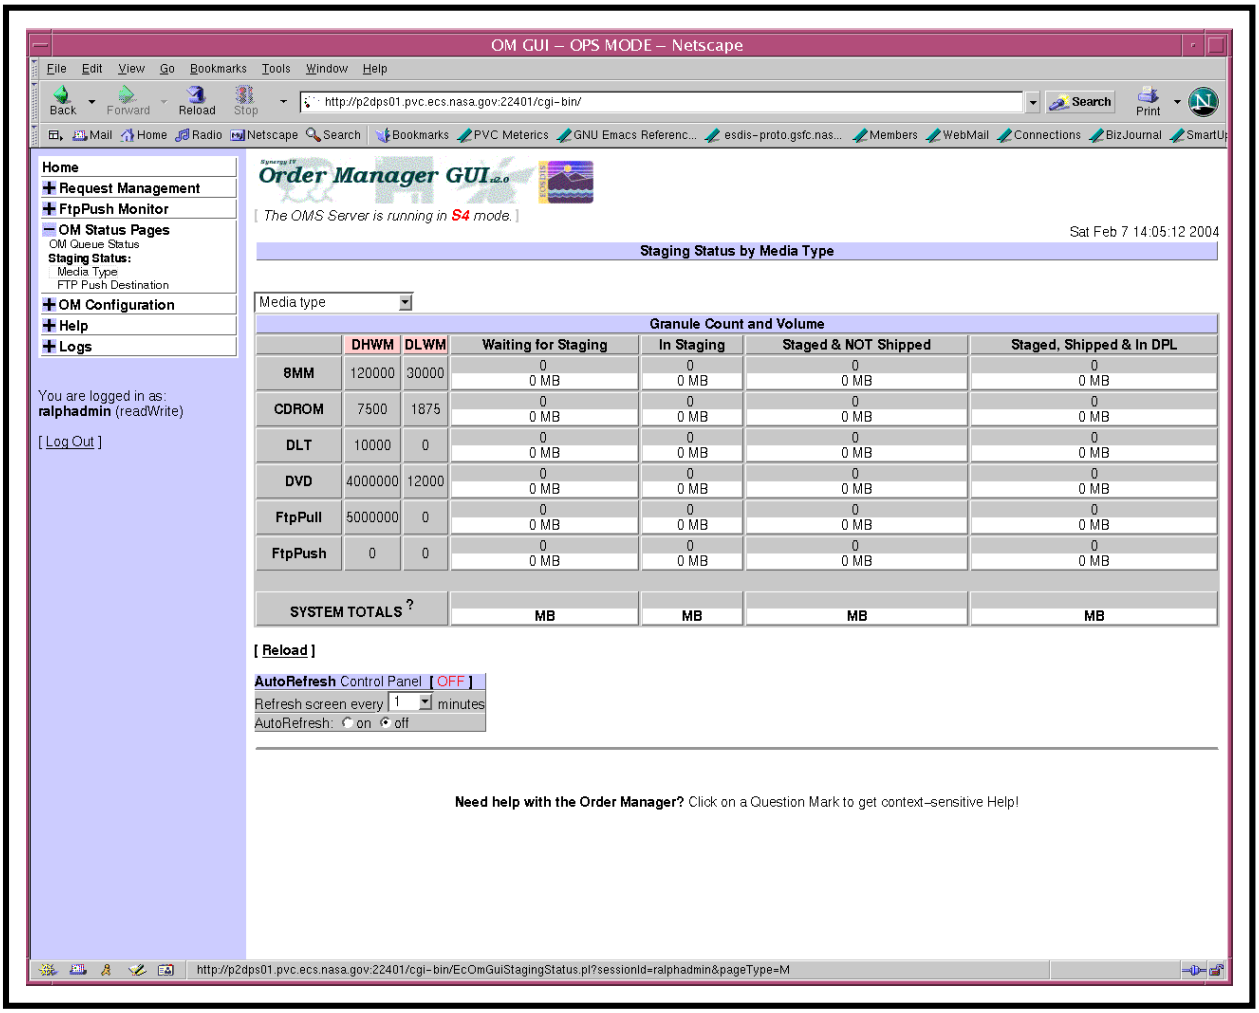

Figure 51. Staging Status by Media Type Page
- The **Staging Status by Media Type** page (Figure 51) is displayed.